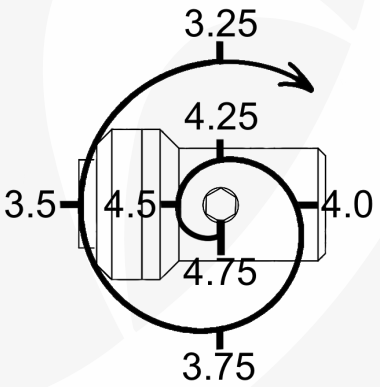

***Fig 3**: Valeurs approximatives de la course par tour de la vis de contact*
- Continuez à ajuster par incréments de **1/4 de tour** pour atteindre des valeurs inférieures, telles que **3,5 mm** ou **3,25 mm**, selon vos besoins. (Fig. 3)